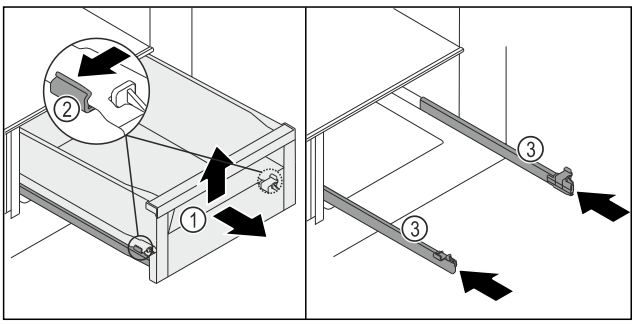

Fig. 116
▶ Træk skuffen *Fig. 116 (1)* ud til anslag.
▶ Tryk venstre og højre klemme *Fig. 116 (2)* på skinnerne en smule udad samtidigt.
▷ Skuffen *Fig. 116 (1)* løsner sig fra skinnerne.
▶ Løft skuffen *Fig. 116 (1)* op foran.
▶ Tag skuffen *Fig. 116 (1)* frem og ud.
▶ Skub skinnerne *Fig. 116 (3)* ind.